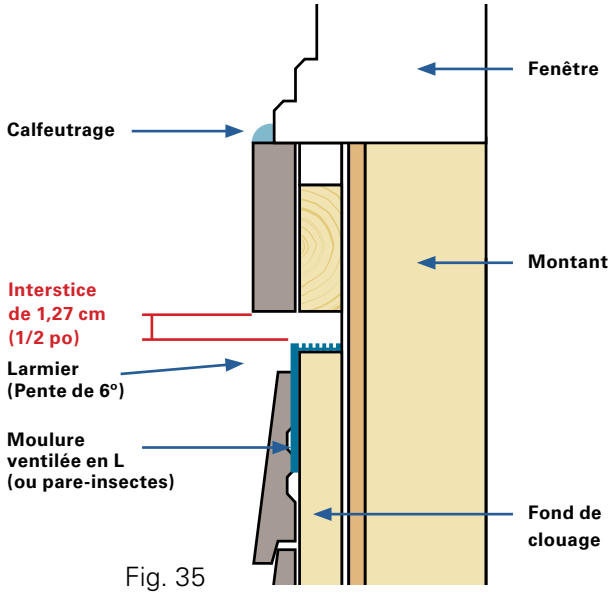

Fig. 35
- Installez la moulure ventilée en L Fraser (ou le pare-insectes) pour permettre à l'air de circuler et empêcher les insectes de nicher derrière le revêtement. *(Voir la figure 35)*